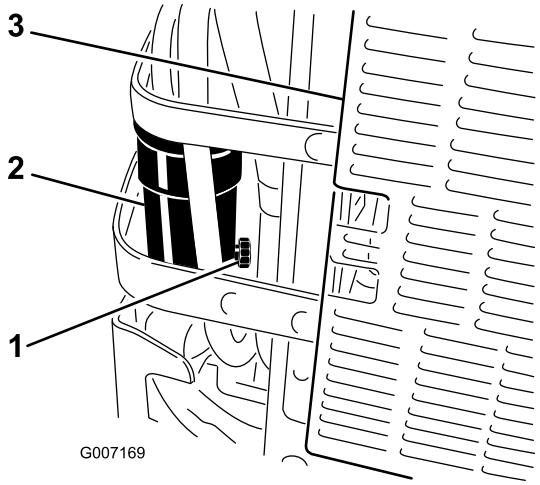

Figur 46
6. Åbn aftapningsventilen på vandudskilleren ved at dreje den omtrent en omgang, så vand og snavs kan aftappes (Figur 46).
7. Luk aftapningsventilen, når der kun kommer dieselbrændstof ud (Figur 46).